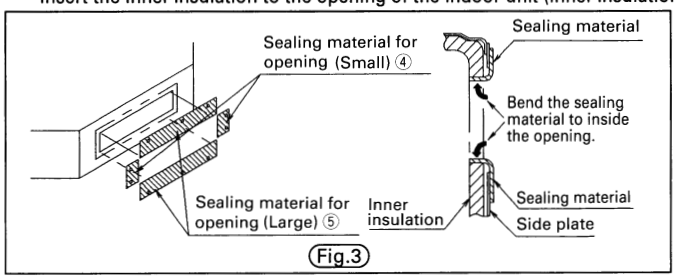

Fig.3
2) Adhere the sealing material to cover up the clearance between the side plate and the inner insulation. (Fig.3)